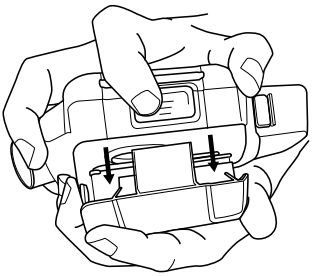

Fig. 7 Remoção do conjunto filtro/tampa do motorizado
- Segure a unidade motora para baixo, de modo que a parte de trás (lado da correia) fique voltada para você e o filtro e a tampa voltada para baixo sobre uma superfície plana para ajudar a minimizar o potencial de contaminação do motorizado (Fig. 7)